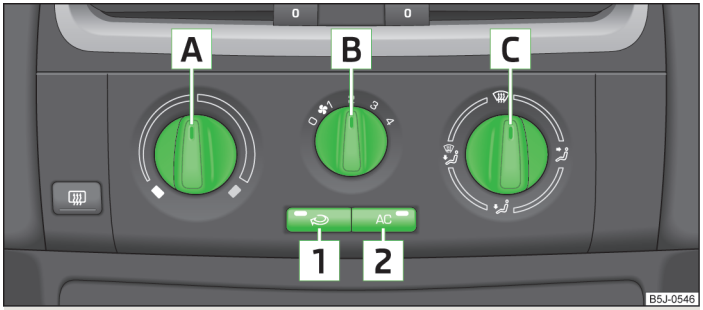

Fig. 83 **The air conditioning system: Control elements**
The cooling system only operates if the button AC 2 » Fig. 83 on page 79 is pressed, and the following conditions are met:
› Turn the control dial A » Fig. 83 to the right to increase the temperature.
› Turn the blower switch B » Fig. 83 into one of the positions, 1 to 4, to switch the blower on.
› Press the button 1 to close the fresh air supply » Fig. 83.
› The direction of the inlet air flow is controlled with air distribution regulator C » Fig. 83 » page 75.
› Press the button AC 2 » Fig. 83 and the warning light in the button illuminates.
- Controls A » Fig. 83 on page 79, B, C and buttons 1 and 2.
› Press the button 1 » Fig. 83 on page 79 and the warning light in the button illuminates.
› Press the button 1 » Fig. 83 on page 79again - the warning light in the button goes out.
Recirculated air mode is switched off automatically if the air distribution control C » Fig. 83 on page 79 is turned to position . Recirculated air mode can be switched on again from this setting by repeatedly pressing the button .